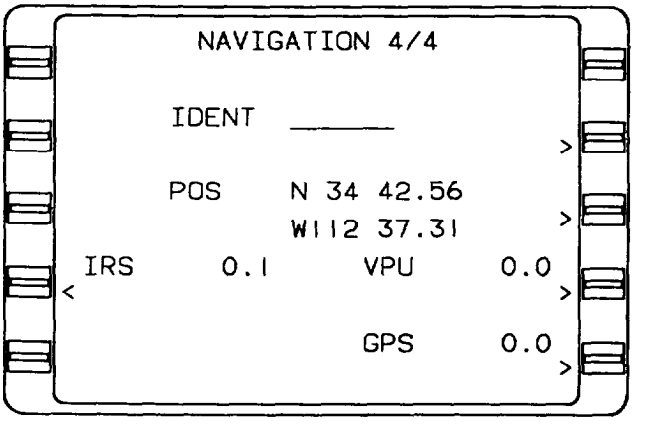

Figure 3-33. FMS Navigation 4/4 Page
(1) GPS SUBSECTION 1/3 page (fig. 3-33).